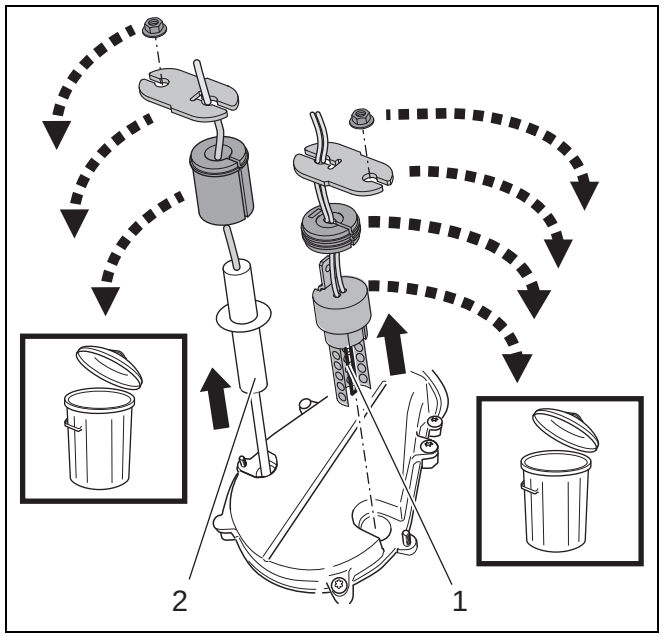

Рис. 46 Демонтаж электрода розжига и ионизационного электрода
- уплотнение электрода розжига (→ рис. 46),
- уплотнение ионизационного электрода (→ рис. 46).
- Демонтируйте электрод розжига (→ рис. 46, [1]) и ионизационный электрод (→ рис. 46, [2]).